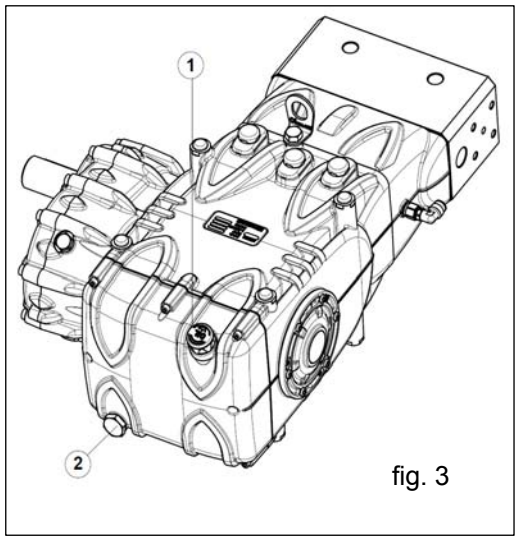

fig. 3
Check the oil level, refill if necessary from the oil dipstick pos. ①, fig.3.
The correct checking of the oil level is made with the pump not running, at room temperature. The oil change must be made with the pump at working temperature, removing the plug pos.②, fig.3.